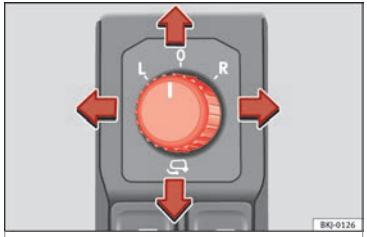

Rys. 152 Regulacja lusterek bocznych.
1. Ustawić gałkę ››› **rys. 152** w położenie **L** (**lewe lusterko boczne**).
– Ustawić pokrętło ››› **rys. 152** w położenie , aby złożyć lusterka zewnętrzne. Lusterka zewnętrzne należy zawsze złożyć przy przejeżdżaniu przez automatyczną myjnię samochodową. W ten sposób można zapobiec ich uszkodzeniu.